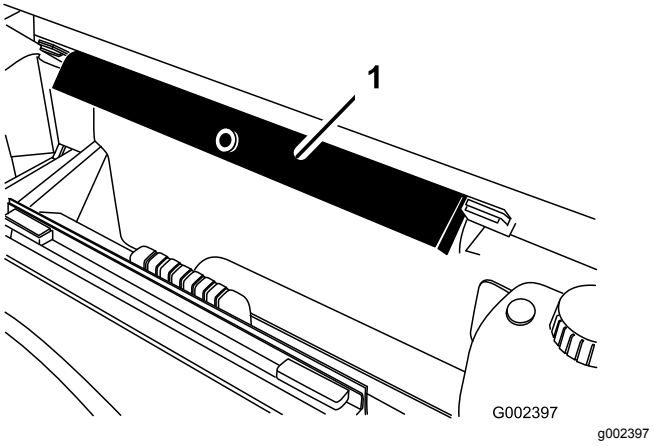

Figur 42
7. Fjern ladstøtten fra opbevaringsbeslagene bag på styrtbøjlepanelet (Figur 42).